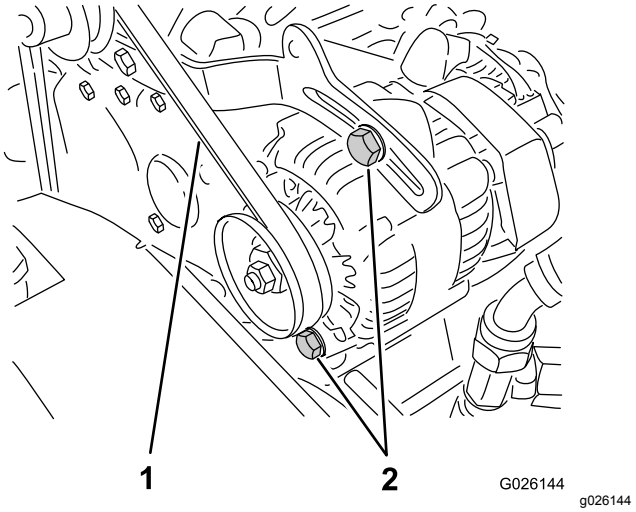

Rysunek 67
2. Sprawdź napięcie, naciskając pasek w połowie rozpiętości między kołami pasowymi wału korbowego i alternatora z siłą 10 kg (Rysunek 67).
A. Poluzuj 2 śruby mocujące alternatora (Rysunek 67).
napięcie paska, a następnie dokręć śruby mocujące (Rysunek 67).